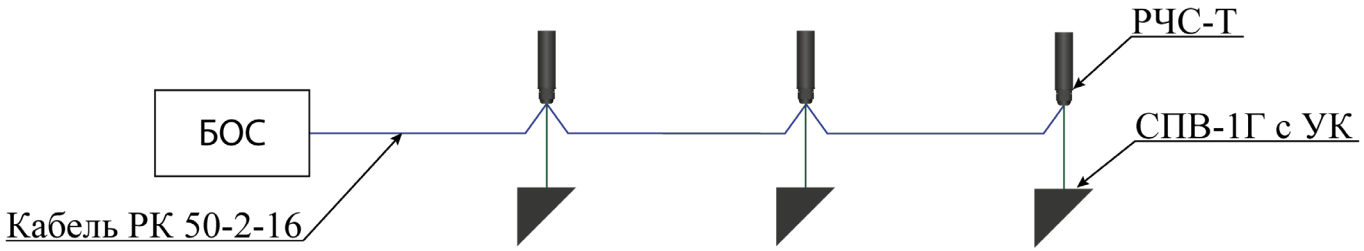

Рисунок 4.33 – Организация отдельной зоны охраны ворот (калитки) с использованием сенсора СПВ-1Г с узлом крепления
4.6.1.2 Как правило, охрана ворот (калитки) осуществляется с образованием отдельной зоны охраны (рисунок 4.33).